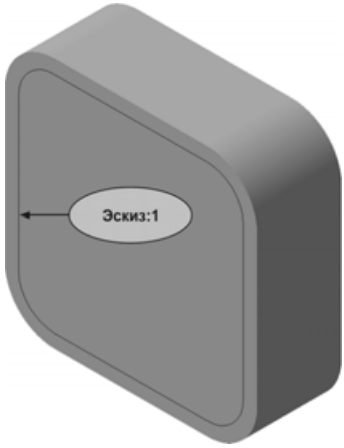

Рис. 8.108
- Закройте эскиз, установите режим отображения **Полутоновое** и ориентацию **Изометрия XYZ** (рис. 8.108).